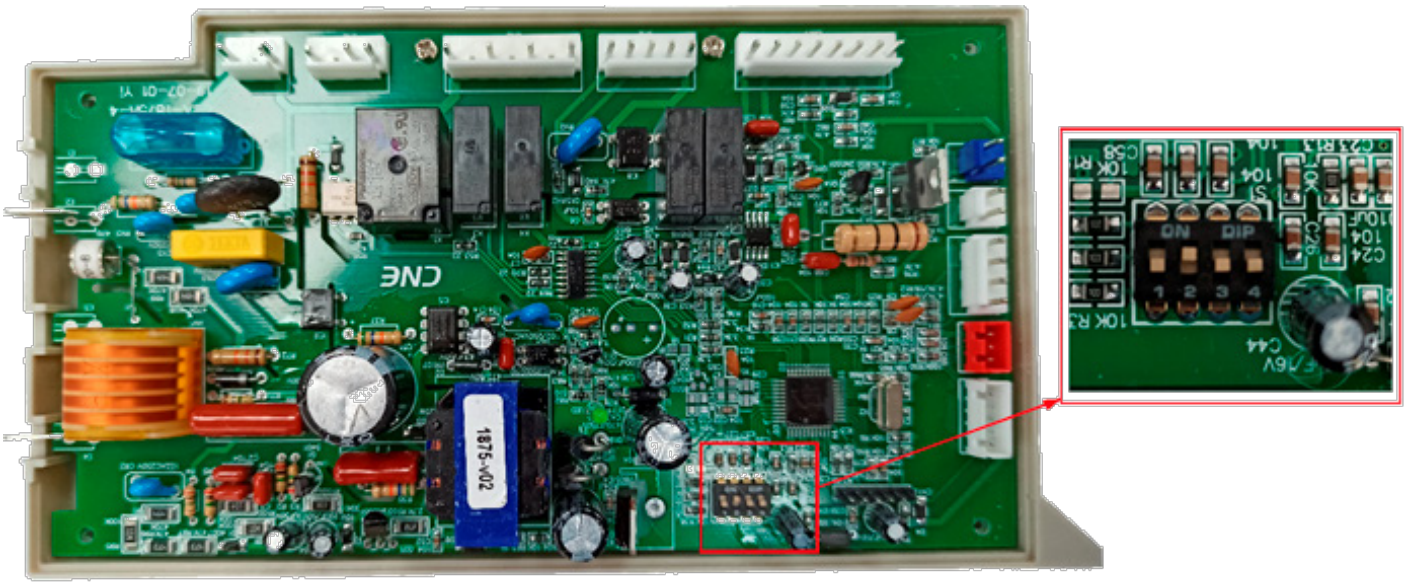

Рис. 7 *Плата электронная и колодка переключателей*
10) изменить на колодке S1 платы электронной значение переключателя 4 (см. рис.7 и п. 13.5, стр. 29):